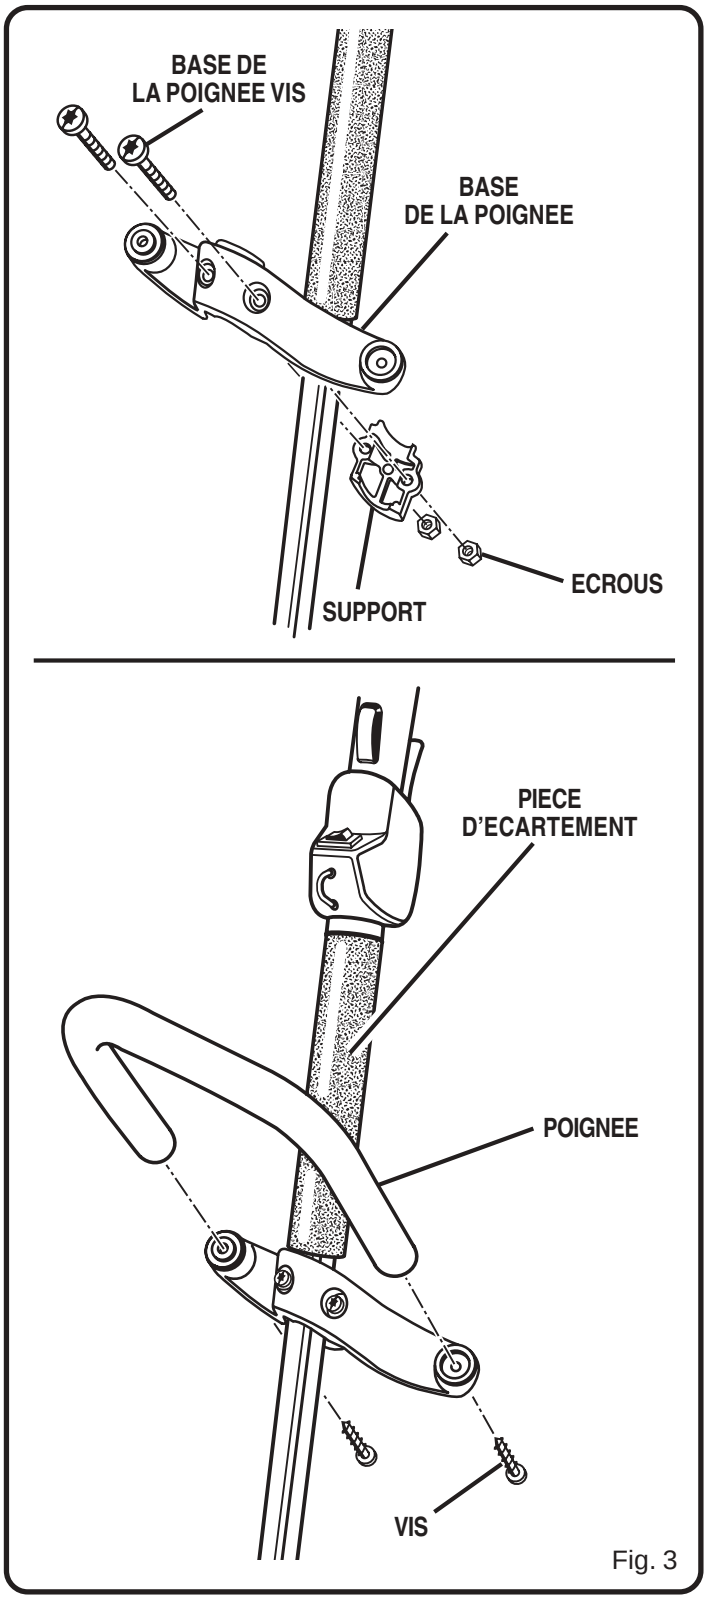

Fig. 3
*Voir la figure 3.*
**REMARQUE :** Ne pas essayer de retirer ou modifier la pièce d'écartement. Cette pièce est la limite de position supérieure de la poignée. *Voir la figure 3.*